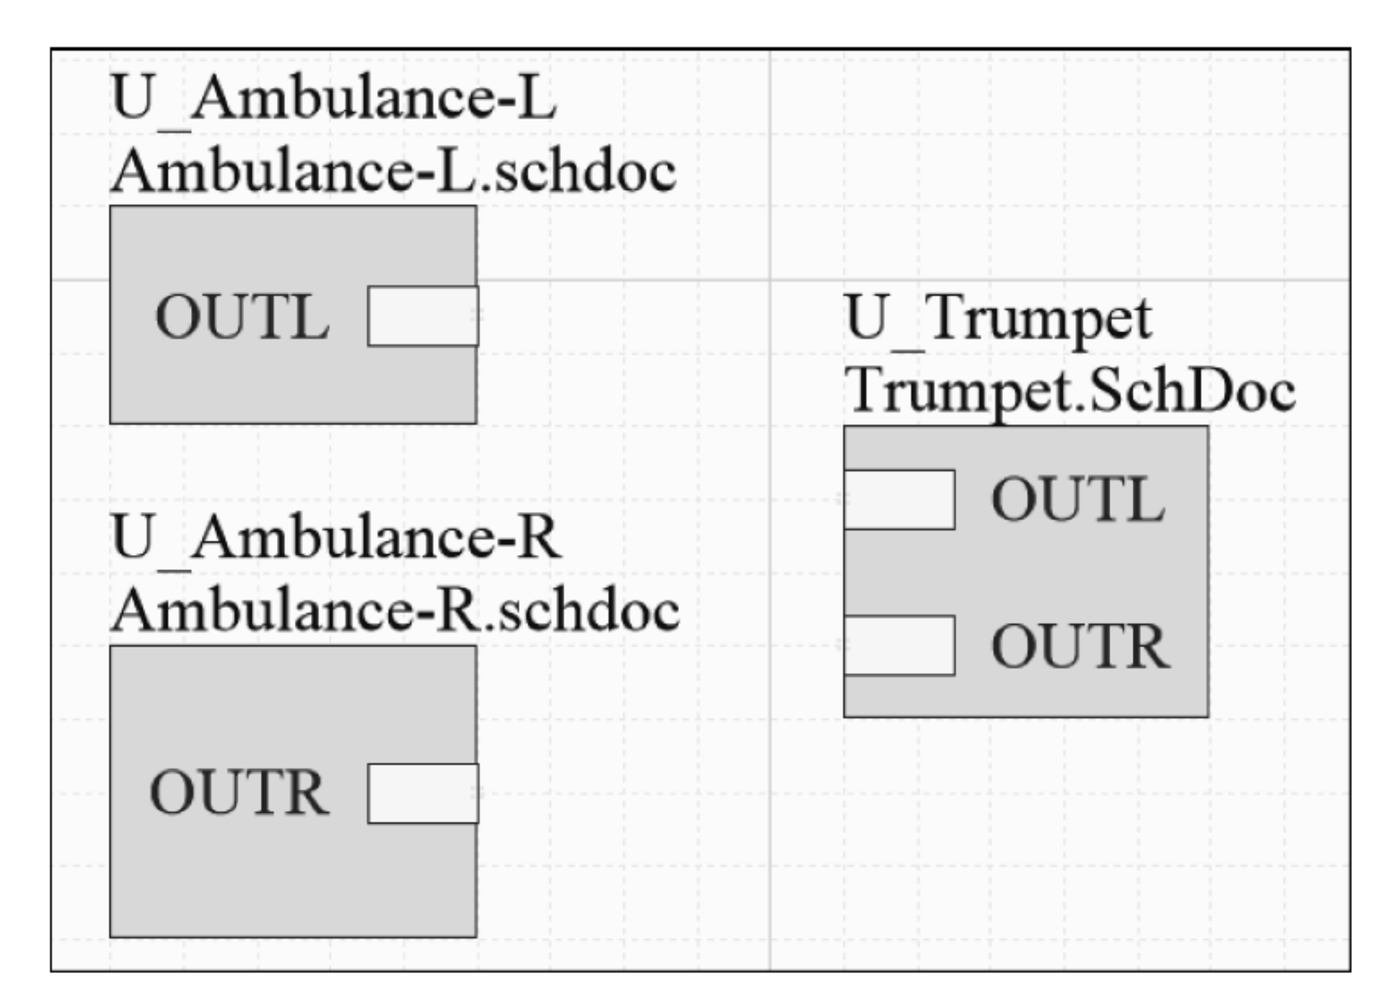

图 1-27　设置好其他页面符的图纸入口
③ 放置并设置好其他页面符的图纸入口,如图 1-27 所示。